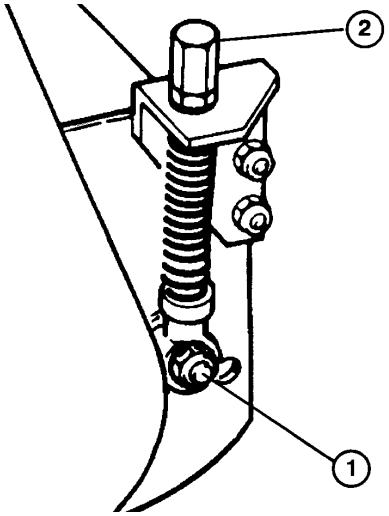

Fig. 1
B. In mancanza di contatto, allentare il dado autobloccante su ciascun registro (Fig. 1), e girare in senso orario ciascuna manopola di regolazione in ugual misura, fino a sentire ed udire un leggero contatto.
1. Bloccare ciascuna unità in posizione fissa (vedi Orientamento dell'apparato di taglio, Fig. 1). Effettuare la regolazione fra cilindro e controlama e mettere a punto l'altezza di taglio.